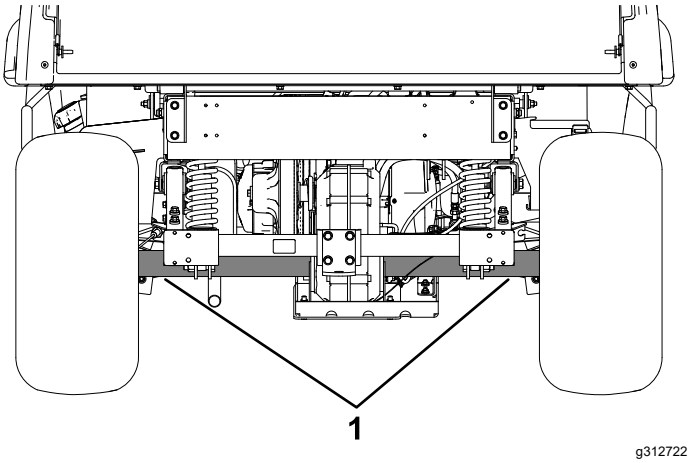

Figur 27
- Lyftpunkten baktill på maskinen sitter under axelrören (Figur 27).